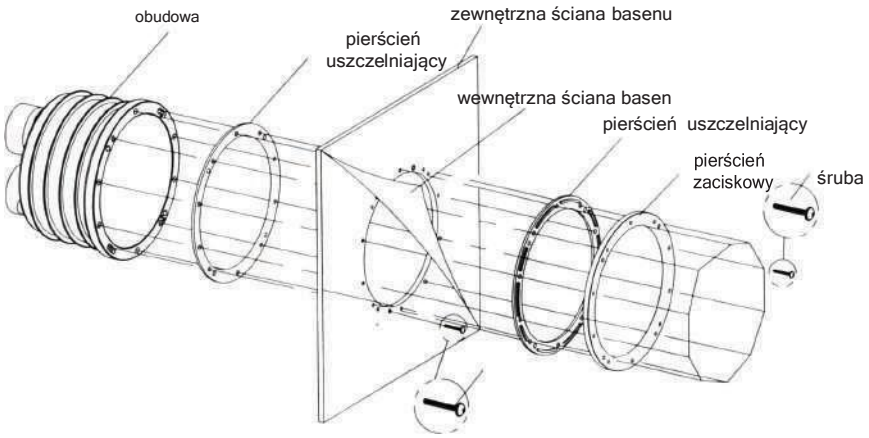

rys. 6.
B) Zamontuj pierścień plastikowy i obudowę zewnętrzną za pomocą 2 śrub M6*20. Następnie zamontuj pierścień plastikowy i pierścień basenu z włókna szklanego za pomocą 10 śrub M6*45 (Rysunek 6).